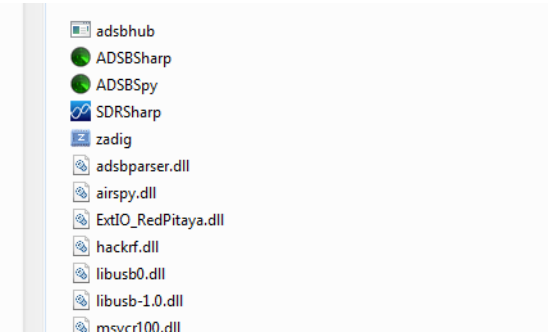

Figure 9-3 *SDRSharp program*
2. To run SDR#, go to the directory where you unzipped the file and double-click SDRharp (see Figure 9-3).